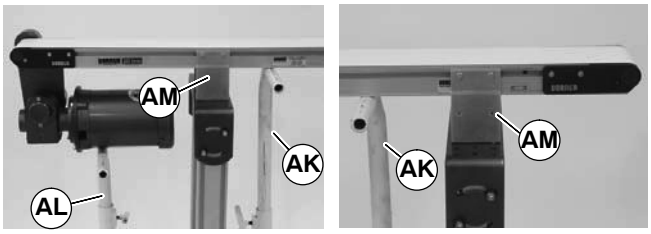
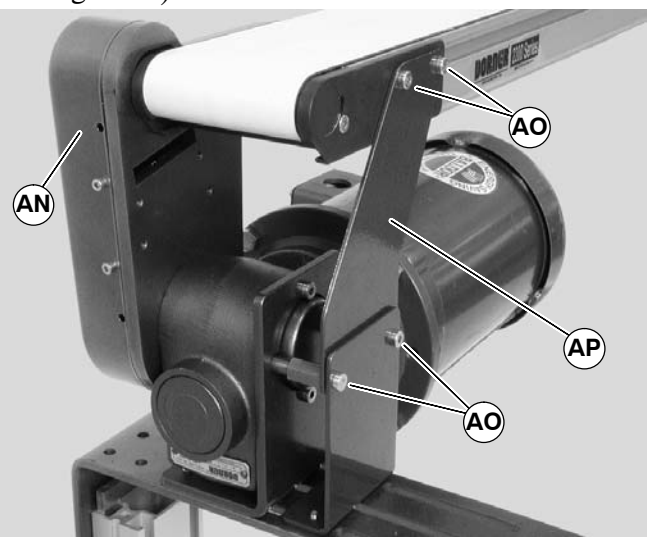

Figure 19
Figure 20
1. Place temporary support stands (AK of Figure 19) at both ends of the conveyor. Place an additional support stand under the drive motor (AL), if equipped. See **WARNING**.
2. Remove mounting brackets (AM of Figure 19) from one side of conveyor. (Reverse steps 3 & 4 of "Mounting Brackets" section on page 6.) If equipped with heavy load drive package, remove brackets from side opposite drive cover (AN of Figure 20).
4. If equipped, remove return rollers, guiding and accessories from side opposite drive cover (AN of Figure 20).
5. If equipped with heavy load drive package, remove drive support bracket (AP of Figure 20): Remove bracket screws (AO) then remove bracket (AP).
1. Ensure temporary support stands (AK of Figure 19) are placed at both ends of the conveyor. Place an additional support stand under the drive motor (AL), if equipped. See WARNING.
5. If equipped with a heavy load drive package, re-install drive support bracket (AP of Figure 20).